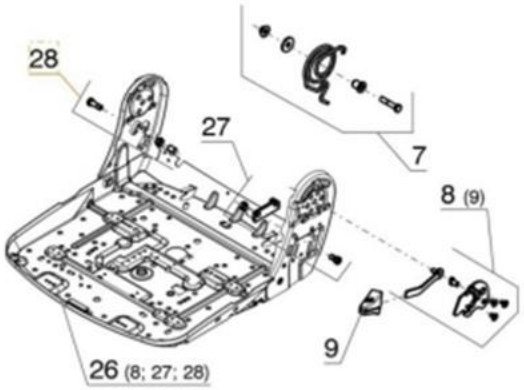
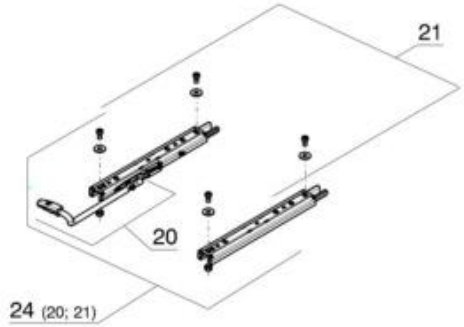

Bild 2.5.1
Bild 2.5.3
- Positioniert werden nur Ersatzteilbaugruppen welche die entsprechend mitgelieferten Einzelteile beinhalten (*siehe Bild 2.5.1*).
- Beinhaltet eine Baugruppe eine weitere Baugruppe die nicht gemäß *Bild 2.5.1* dargestellt werden kann, sondern auf einer anderen Stelle platziert ist, wird die Zusammengehörigkeit mit Klammerpositionen dargestellt (*siehe Bild 2.5.3*).